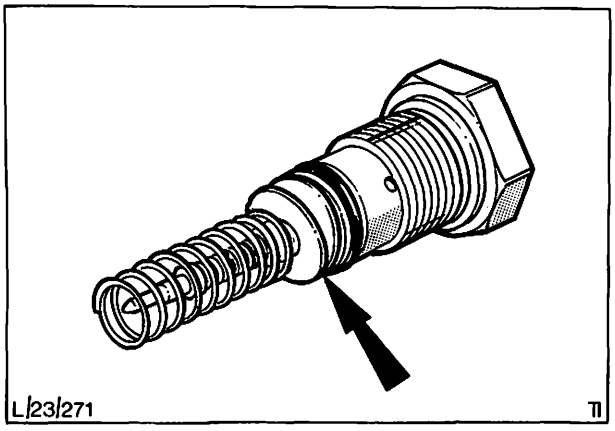

Abb. 56 Systemdruckregler – Ausgleichscheiben (Pfeil)
14. System-Druckregler vom Kraftstoffverteiler abbauen und Ausgleichscheiben entfernen (= Drucksenkung) oder hinzufügen (= Drucksteigerung), Abb. 56.